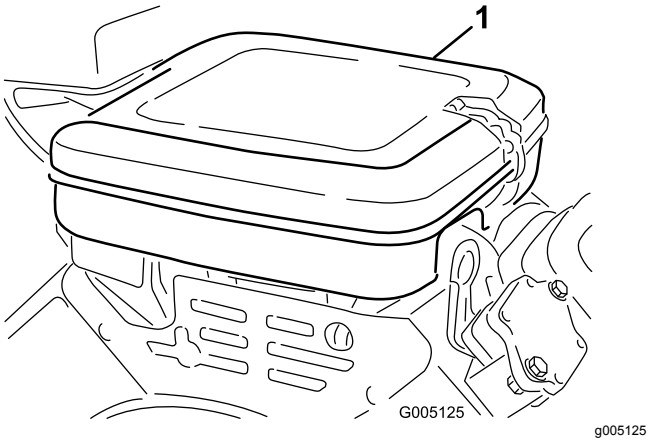

Figur 24
1. Rengør luftfilterdækslet (Figur 24).